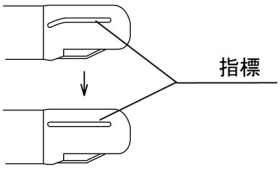

図8
(7)先端カバーの後端付近を指でつまみ、回転させて先端カバーの指標を図 8 のようにまっすぐにする。